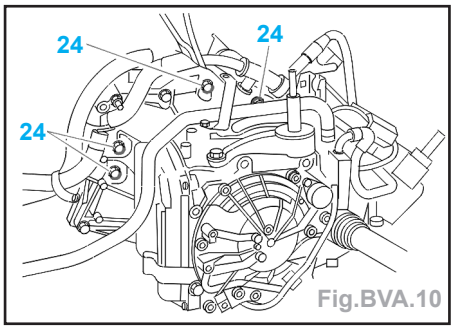

Fig.BVA.10
- Déposer les vis (24) (Fig.BVA.10).